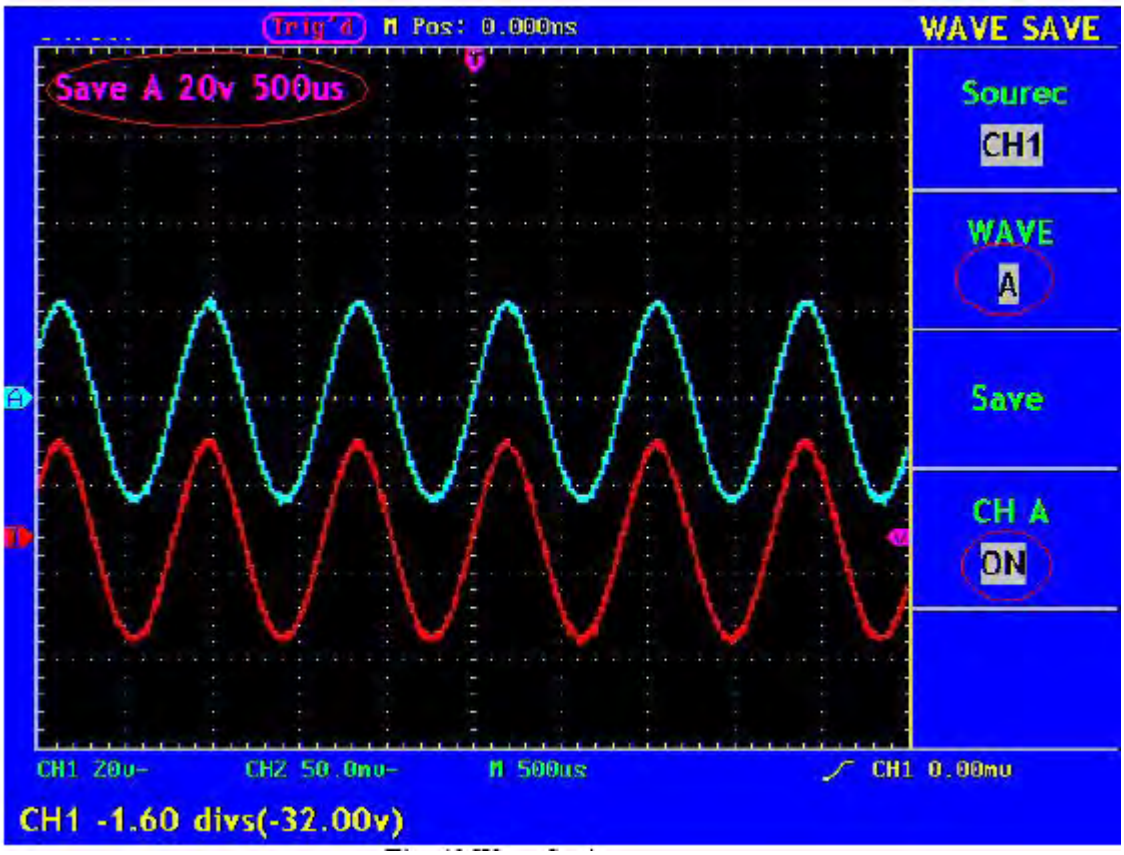

Fig. 45 Wave Saving
4. Press the **F4** menu selection button and choose **ON** for CHA. The stored wave form A will be displayed in the screen. The voltage level and time base level will also be shown at the upper left corner of the display area at the same time (see Fig. 45).